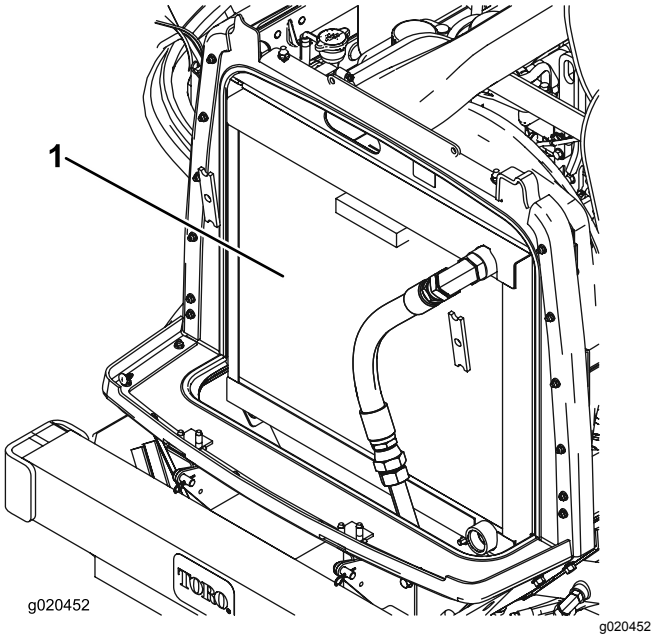

Figur 92
2. Rengjør begge sidene av radiator-/oljekjøleområdet (Figur 92) grundig med trykkluft. Start fra viftesiden og blås rusk ut mot bakdelen. Rengjør så fra baksiden og blås ut mot fremre ende. Gjenta prosedyren flere ganger til alt rusk er borte.